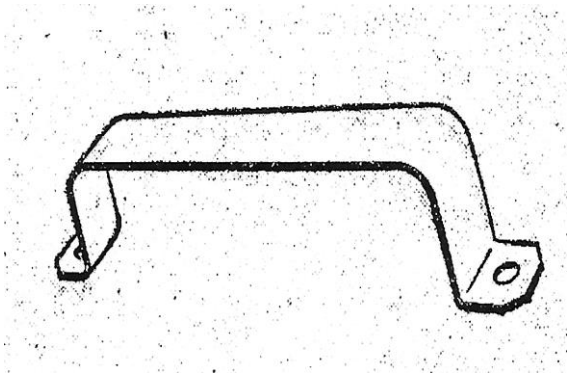

Рис. 7
7. Зігнути скобу, як показано на рис. 7.